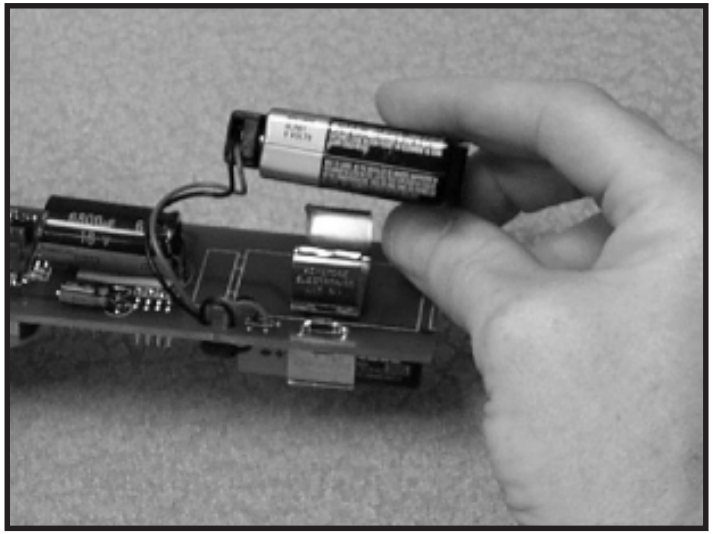

**FIGURE 3. BATTERY CHANGE**
5.2.2. The batteries are accessible in the ULB-364 by removing the slip ring nut on the top of the case (transducer end). To unscrew the ring nut rotate it counter-clockwise then pull out the module to expose the exhausted batteries as shown in FIGURE 3. Snap type connectors facilitate change of batteries and prevents reversal of polarity.